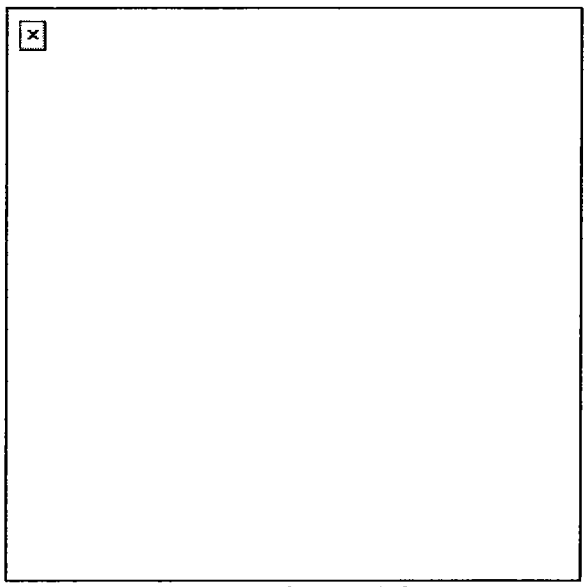

Figure 3. Contact left.
(2) Drill signals (Figures 3 through 9). Drills are a rapid, reflexive response executed by a small unit. These signals are used to initiate drills. They are used mounted or dismounted.